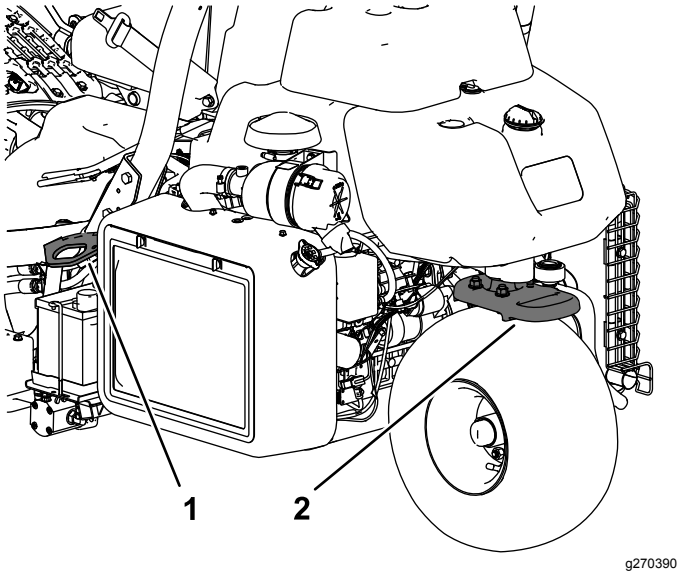

Figura 28
- Amarre la máquina firmemente con correas, cadenas, cables o cuerdas. Tanto la correa delantera como la trasera deben orientarse hacia abajo y hacia fuera respecto a la máquina (Figura 28).